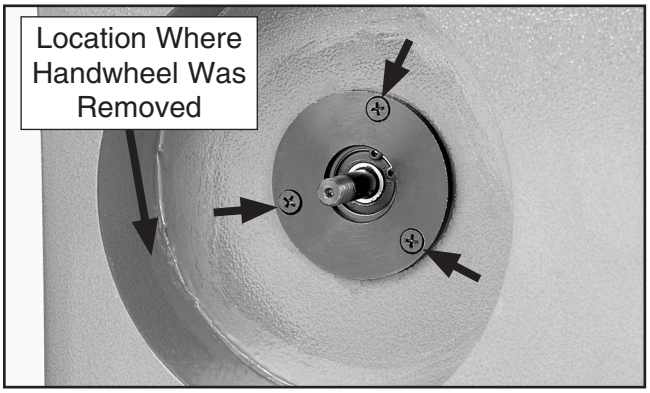

Figure 4. Bearing support plate screws.
9. On the left side of the jointer (facing front of the machine), remove the three Phillips head screws that secure the bearing support plate to the cabinet (**Figure 4**).